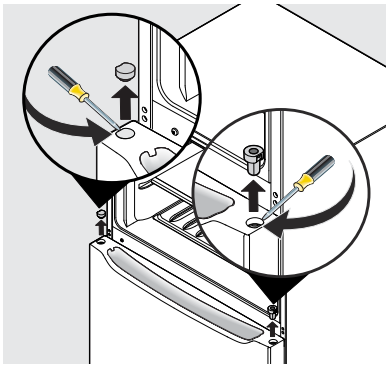

Figura 5
14. Haciendo fuerza con un destornillador recto, saque el cojinete de la bisagra central de la parte superior de la puerta del frigorífico (ver Figura 5).
15. Haciendo fuerza con un destornillador recto, saque el tapón del cojinete de la bisagra central del lado contrario de la puerta del frigorífico (ver Figura 5).